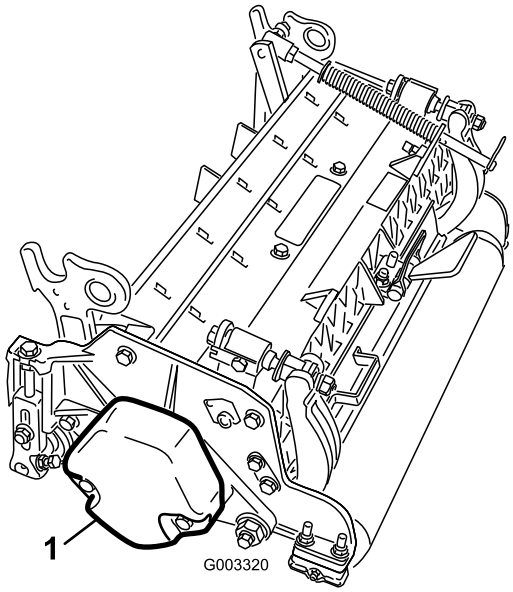

Figur 3
4. Kontrollera att motvikten (Figur 3) har monterats på rätt sida av klippenheten i enlighet med anvisningarna i *bruksanvisningen* till klippenheterna.